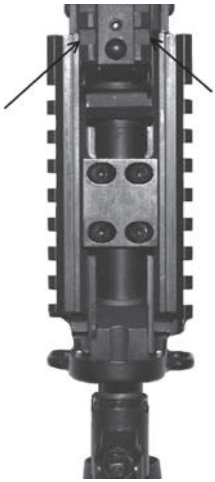

Rys. 91. Łoże z szynami – montaż zacisku wraz z łożem do karabinka
- Umieścić łoże tak aby opierało się o lufę i komorę zamkową. Nałożyć zacisk łoża i wstępnie zamocować za pomocą wkrętów, tak aby pozostawić możliwość regulacji zespołu łoża na lufie karabinka. Ustalić położenie kątowe łoża, tak aby szczelina między występem łoża, a komorą zamkową była jednakowa na całej długości - równoległe położenie (rys. 91). Tylna krawędź łoża koniecznie musi być oparta o komorę zamkową. Po ustaleniu kątowym łoża dokręcić wkręty mocujące metodą „krzyżową" aż do uzyskania pełnego zamocowania.